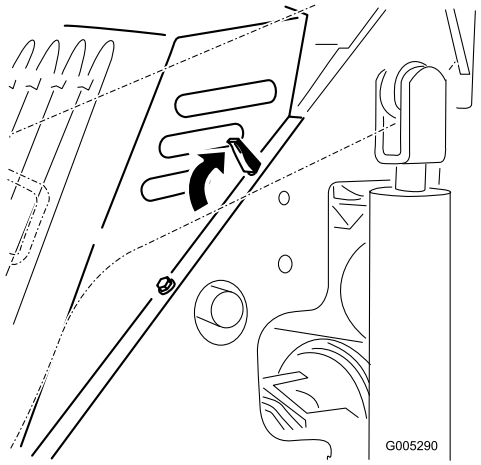

Figure 17
3. Desserrez les quatre languettes de blocage (Figure 17, languette supérieure gauche illustrée).
1. Placez le capot sur le châssis du groupe de déplacement et engagez les languettes de blocage dans les trous du châssis (Figure 17).
2. Fixez le capot en place en poussant les languettes vers l'avant et vers le bas (Figure 17)